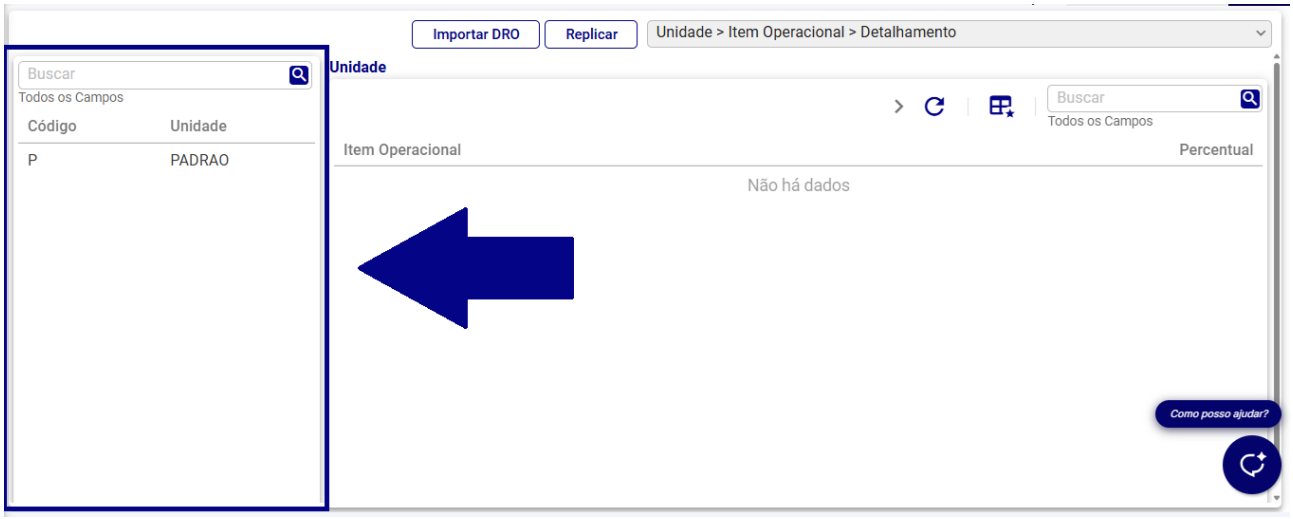

Figura 43: Painel Lateral Unidade
- **Painel de Unidades (Esquerda) (Figura 43):** O painel de unidades contém a lista de unidades disponíveis para parametrização. Nesse contexto, o fluxo de trabalho é orientado pela seleção inicial da unidade.